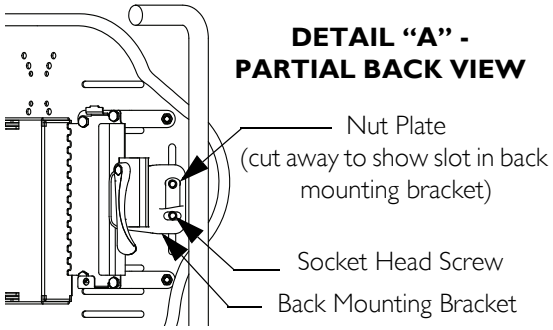

**FIGURE 2.5** Secondary adjustments
*NOTE: The position of the socket head screws, washer and nut plates can be adjusted in the slots in the back shell and back mounting brackets. Refer to FIGURE 2.5. Use STEP 4 to make these adjustments.*